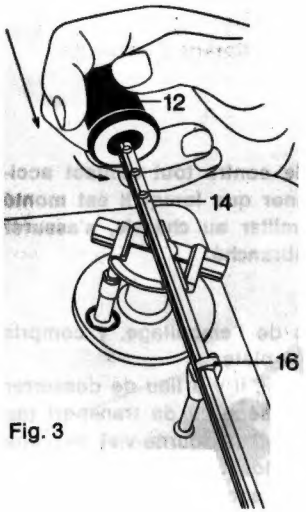

Fig. 3
1.5.1 Montage (Fig. 3)
Das Tonarm-Ausgleichsgewicht (Fig. 3—12) wird — von vorn gesehen — entgegen dem Uhrzeigersinn auf das rückwärtige Ende des Tonarmes (Fig. 3—14) geschraubt, wobei dieser auf der Tonarmstütze (Fig. 3—16) verriegelt ist.
1.5.1 Mounting (Fig. 3)
The counterbalance (Fig. 3—12) is screwed counter-clockwise — viewed from the front — onto the rear end of the tone arm (Fig. 3—14), which is still locked to the tone arm rest (Fig. 3—16).
Visser le contre-poids (Fig. 3—12) — regardé par l'avant — sur l'extrémité arrière du bras de pick-up (Fig. 3—14) par une rotation en sens inverse des aiguilles d'une montre. Durant cette opération, le bras de pick-up sera verrouillé sur son support (Fig. 3—16).